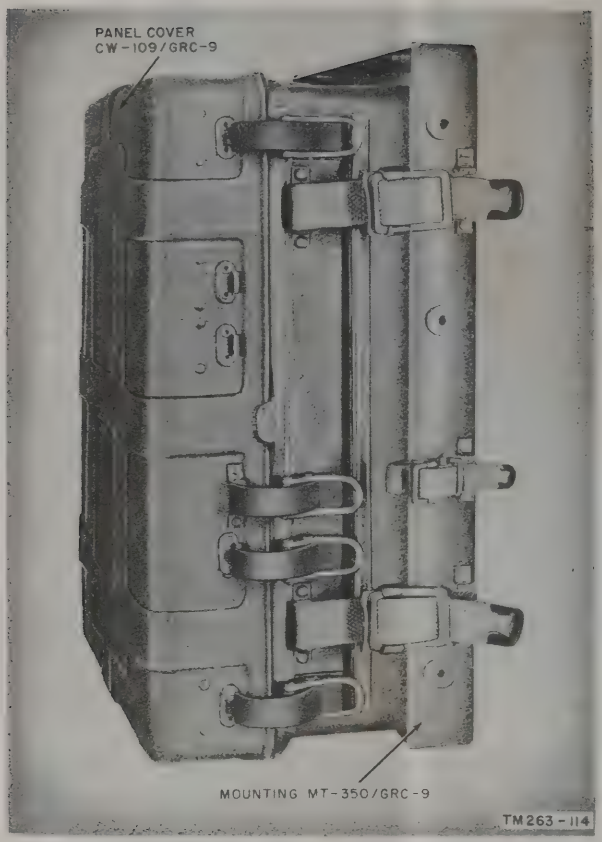

Figure 38. Receiver-transmitter mounted for vehicular transportation or storage.
(7) Replace the panel cover if operation is not desired. For storage, strap the receiver-transmitter in Mounting MT–350/GRC–9 as shown in figure 38.
e. For transportation or storage, strap the receiver-transmitter in Mounting MT–350/GRC–9 with Panel Cover CW–109/GRC–9 secured over the face with the latches (fig. 38).